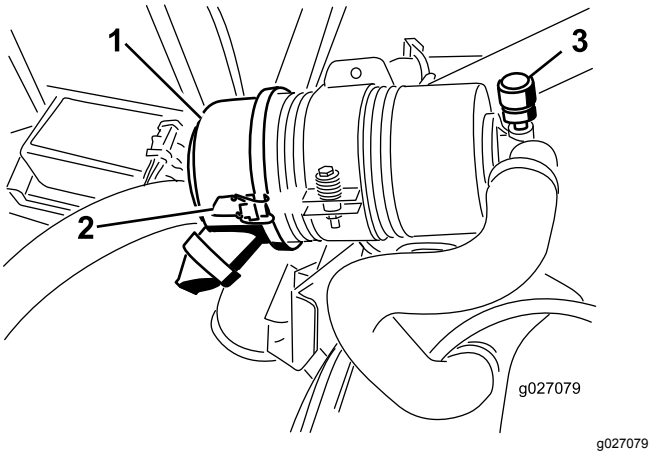

Figuur 52
Geef het luchtfilter uitsluitend een onderhoudsbeurt als de onderhoudsindicator (Figuur 52) dit aangeeft. Als u het luchtfilter vervangt voordat dit nodig is, wordt alleen maar de kans vergroot dat er vuil in de motor komt als u het filter verwijdert.
2. Maak de sluitingen los waarmee het deksel van het luchtfilter is bevestigd aan het luchtfilterhuis (Figuur 52).